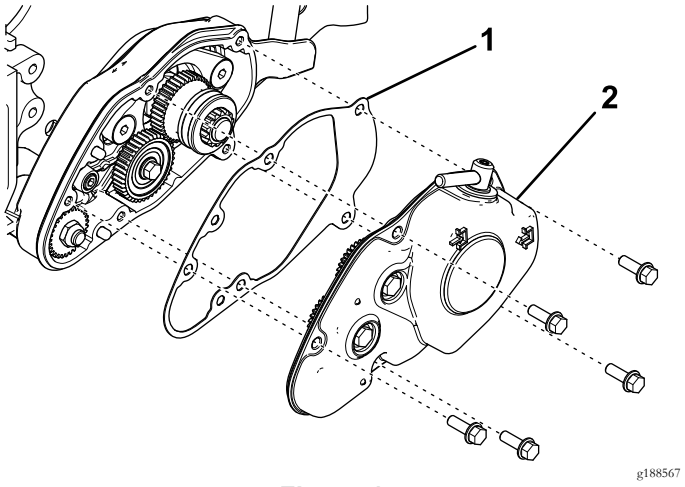

Figure 1
3. Déposez le couvercle du carter du groomer et le joint (Figure 1).